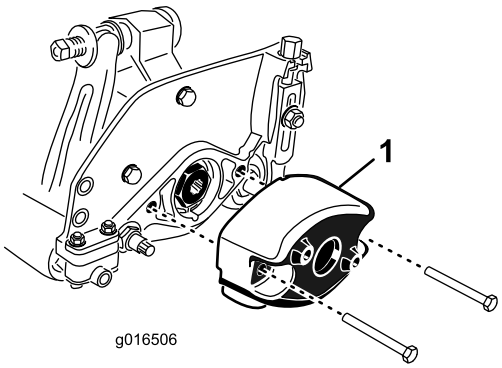

Figura 7
1. Retire los 2 tornillos de caperuza que sujetan el contrapeso al extremo derecho de la unidad de corte. Retire el contrapeso (Figura 7).